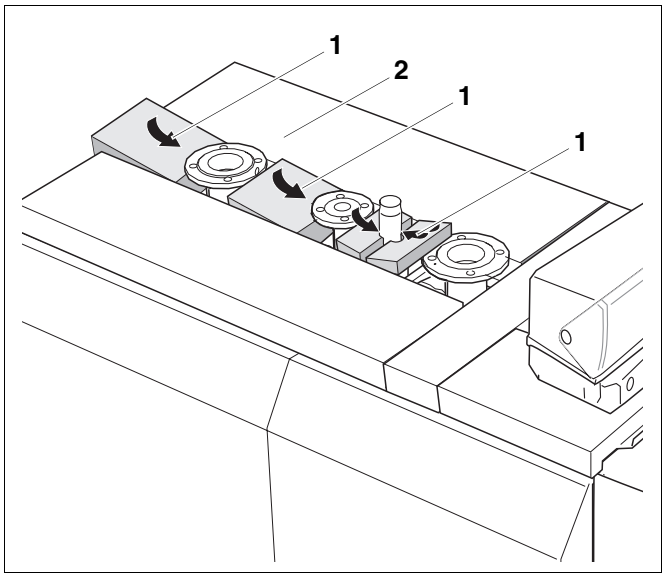

Рис. 34 Установка вкладышей
Учитывайте ширину вкладышей (рис. 34, **поз. 1**), они должны уместиться между боковыми крышками котла.
- Уложить вкладыши (рис. 34, **поз. 1**) между боковыми крышками котла (рис. 34, **поз. 2**).